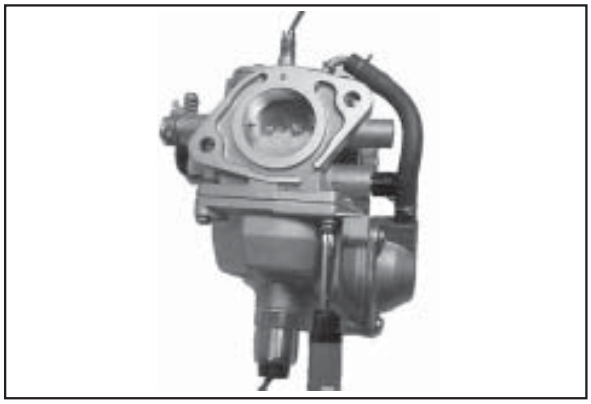

Figure 5-16. Installing Fuel Bowl.
8. When the proper float height is obtained, carefully reinstall the fuel bowl, with the O-Ring(s) in place, onto the carburetor. Secure with the four original screws. Torque the screws to **2.5 ± 0.3 N·m (23 ± 2.6 in. lb.)**. Reattach the accelerator pump hose (if so equipped), and secure with the clip. See Figure 5-16.